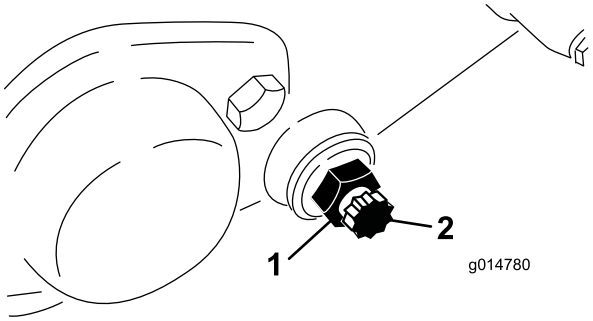

**Figura 59**
3. Desaperte a porca de bloqueio que segura a cavilha da barra de apoio, em cada um dos lados da máquina (Figura 59).
4. Remova cada uma das cavilhas da barra de apoio, de modo a permitir puxá-la e retirá-la da máquina. Guarde as duas anilhas de nylon e as duas anilhas de aço prensado de cada uma das extremidades da barra de apoio (Figura 59).